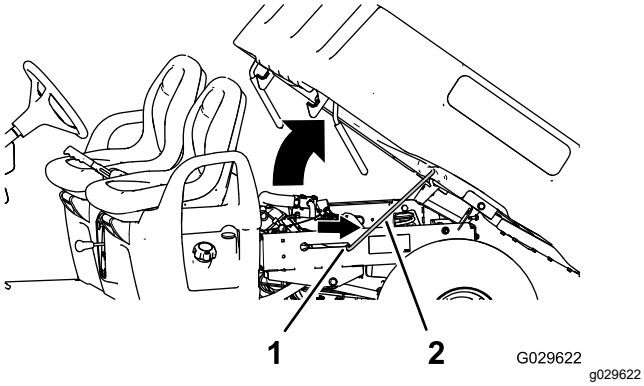

**Figura 13**
2. Tire de la varilla de sujeción hasta que entre en la muesca de retención para sujetar la plataforma (Figura 13).
2. Extraiga la varilla de sujeción de la ranura de retención (Figura 13).
3. Baje la plataforma hasta que se enganche firmemente en su sitio (Figura 13).